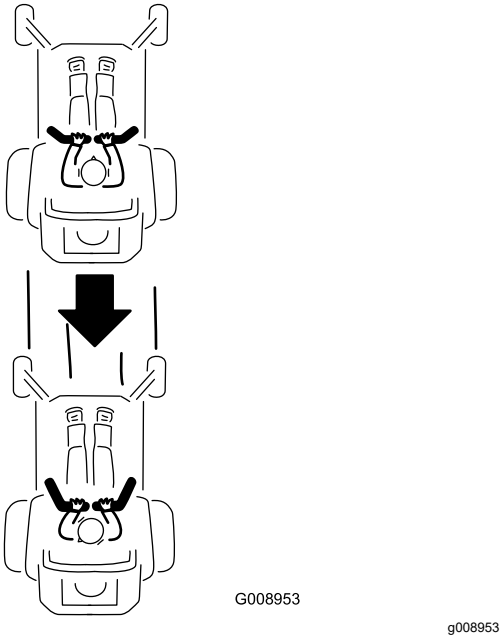

**Figur 27**
2. Bak ved langsomt at trække bevægelseshåndtagene bagud (Figur 27).